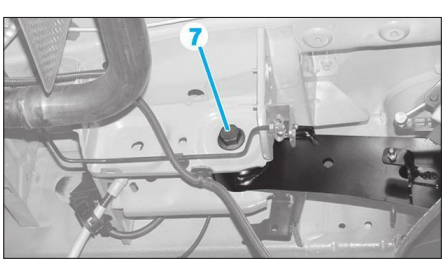

**Fig. 33**
• Extraire la barre de renfort (6) du train arrière et la mettre de côté.
• Déposer les vis de fixation du train arrière (7) **(Fig.33)**.
• Reposer les fixations (7) **(Fig.33)** et les fixations inférieures des amortisseurs sans les bloquer.